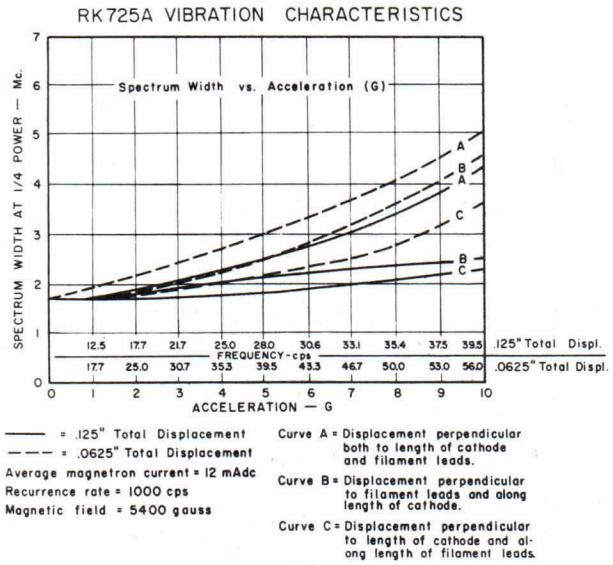

Figure 3
Figure 3 shows the change of frequency as a function of sinusoidal acceleration (G) for a typical tube.